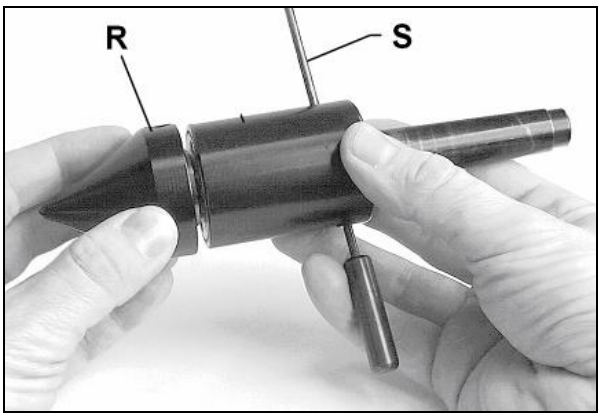

Fig 22
Zum Abschrauben der Kegelspitze (R, Fig 22) muss die Spindel mit dem gelieferten Querstift (S) festgesetzt werden.